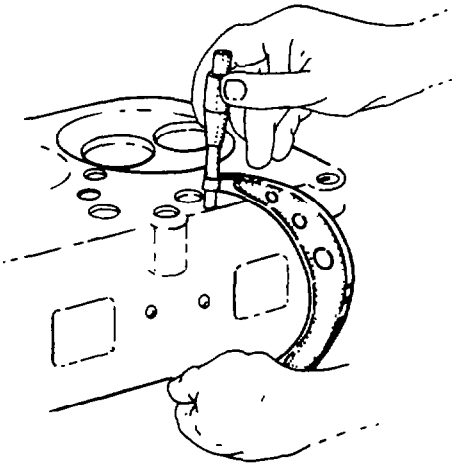

Fig. 4 — Measuring Cylinder Head
c. If the cylinder head requires machining, check the thickness of the head with a micrometer; the standard minimum thickness of the head is 117.49 mm (4.622 in.). The head may be machined a maximum of 0.508 mm (0.020 in.) under the standard minimum thickness. If the head is still not true after having the maximum amount removed, the head is unserviceable (see fig. 4).